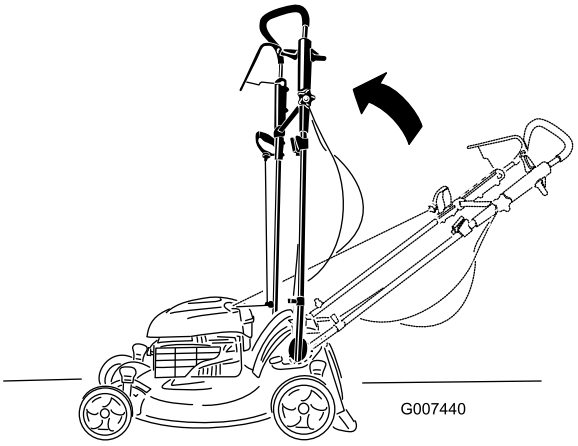

Figur 48
2. För handtaget till upprätt läge (Figur 48).